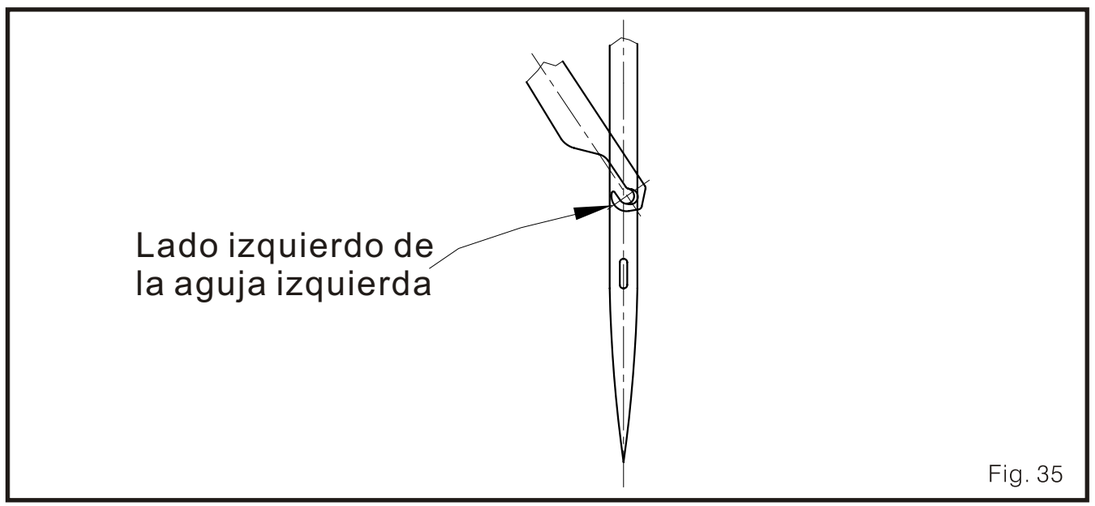

Fig. 35
2. Cuando la cuchilla movible A este en el punto mas bajo, la parte izquierda del a punta de la cuchilla estará sobre el lado izquierdo de la aguja izquierda (Fig. 35)